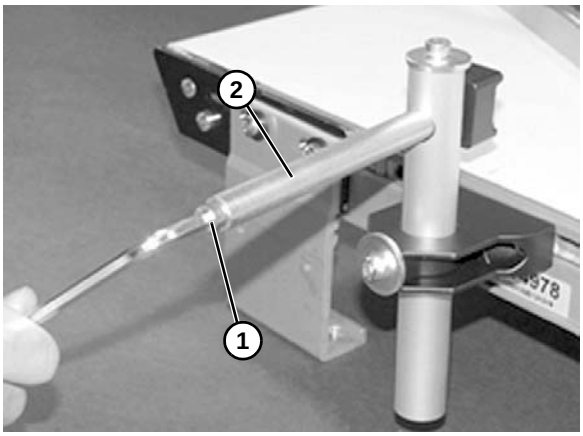
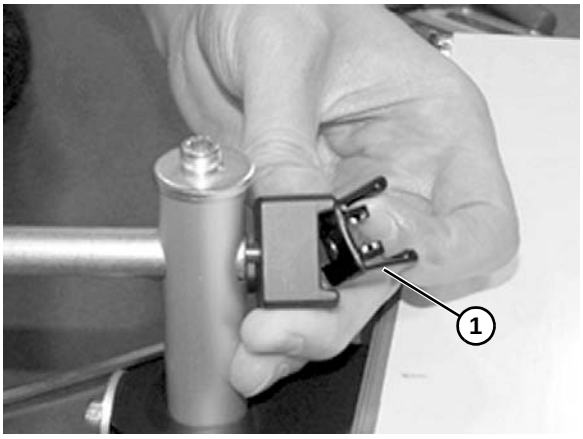
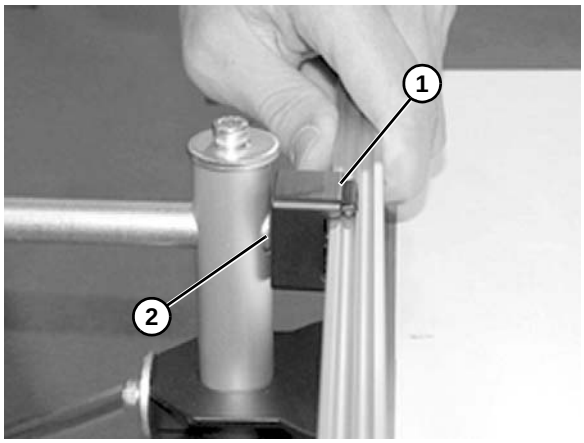

Figure 37
Figure 38
Figure 40
3. Desserrer la vis **(Figure 37, élément 1)** sur l'extrémité de l'axe **(Figure 37, élément 2)** afin de retirer l'attache **(Figure 38, élément 1)**.
5. Assembler à nouveau l'attache **(Figure 40, élément 1)** et la fixer sur l'axe **(Figure 40, élément 2)**. Serrer la vis **(Figure 37, élément 1)** à l'extrémité de l'axe.